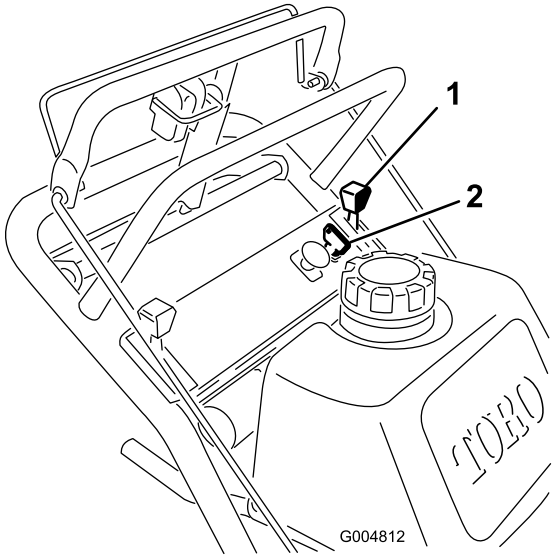

Figura 8
1. Mueva la palanca del acelerador a la posición **Lento** (Figura 8).
3. Gire la llave de contacto a **Desconectado** (Figura 8).